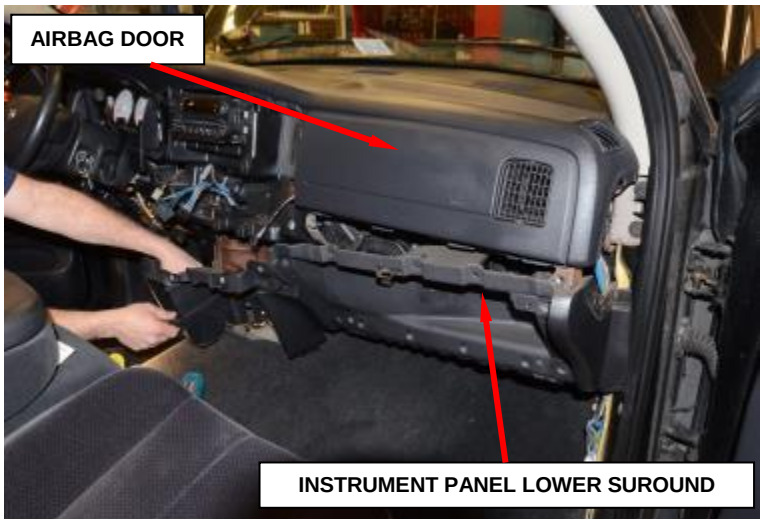

**Figure 11 – Instrument Panel Lower Surround**
9. Remove and save the twenty one screws that secure the instrument panel lower surround to the instrument panel and support (Figure 11 and 12).